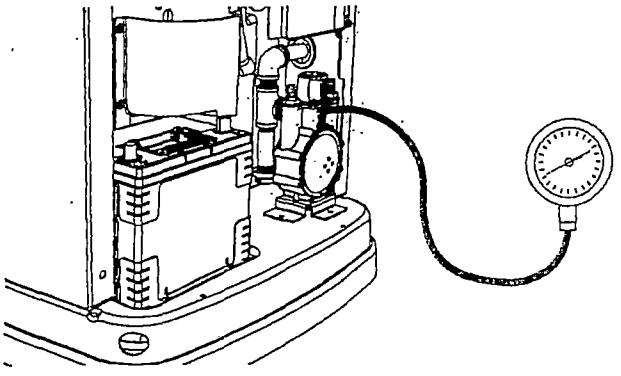

Figure 5-4. Checking Pressure with Manometer
- Remove the top gas pressure test port from the regulator (see *Figure 5-4*) and install the gas pressure tester (manometer).